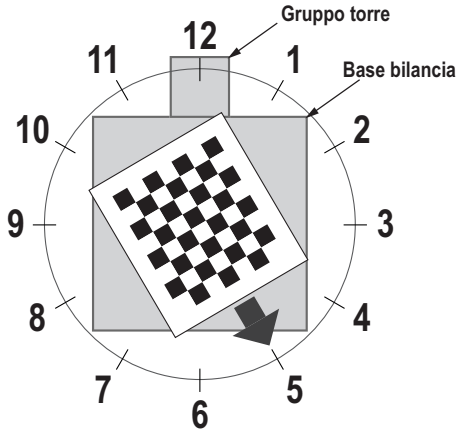

Figura 5-8. Rotazione a ore 5
7. Allineare l'oggetto di calibrazione in modo che i crocini siano centrati. Ruotare l'oggetto di calibrazione in posizione ore 5 con il gruppo torre in posizione ore 12 (Figura 5-8).